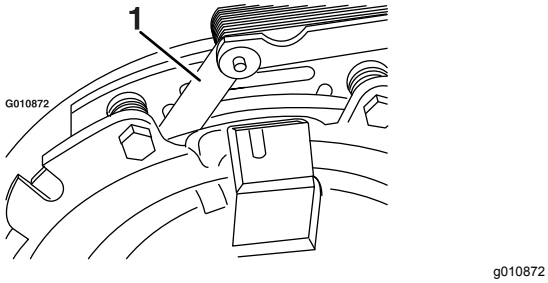
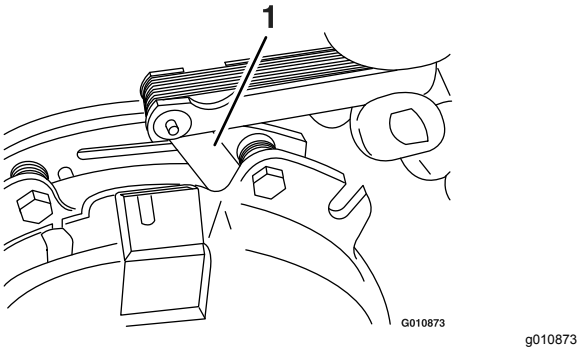

Figuur 74
Figuur 75
E. Gebruik een voelermaat van 0,254 mm dik om aan beide zijden van de remstang te controleren of er een opening is tussen de rotor en de armatuur, zoals getoond in Figuur 74 en Figuur 75.